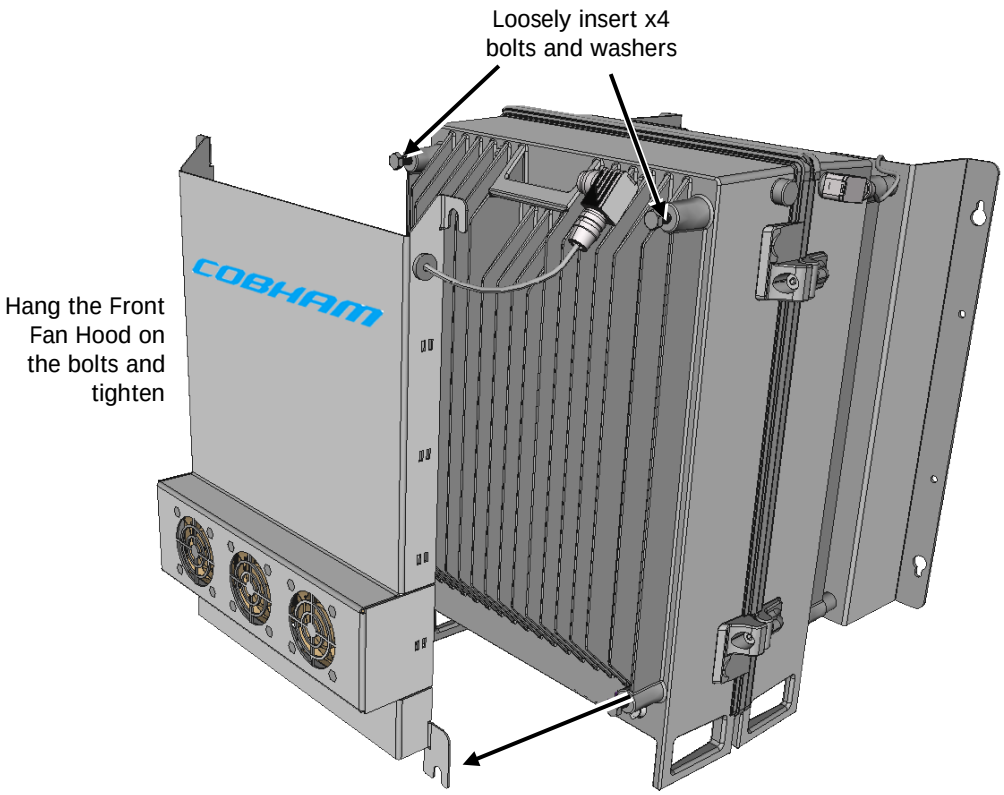

Figure 45: Insert the Four M8x16 Bolts
- Loosely insert the x4 M8x16 bolts and washers (see Figure 45).